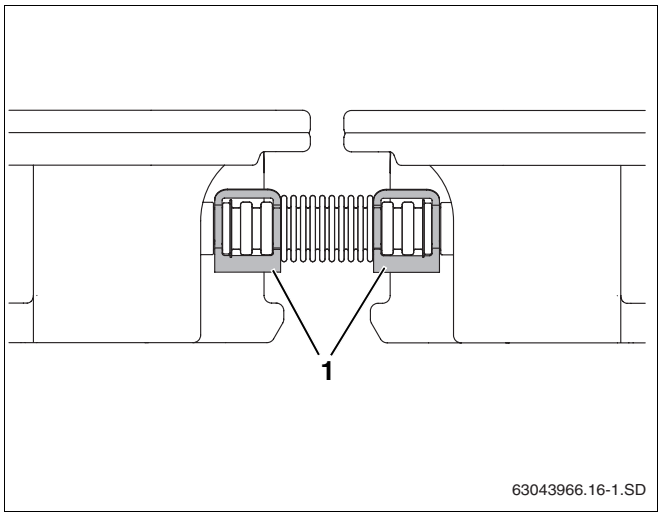

Abb. 47 Wellrohrverbinder mit Klammern gesichert
- Sichern Sie jede Verschlusskappe mit einer Klammer und jeden Wellrohrverbinder mit zwei Klammern (Abb. 47, **Pos. 1**).